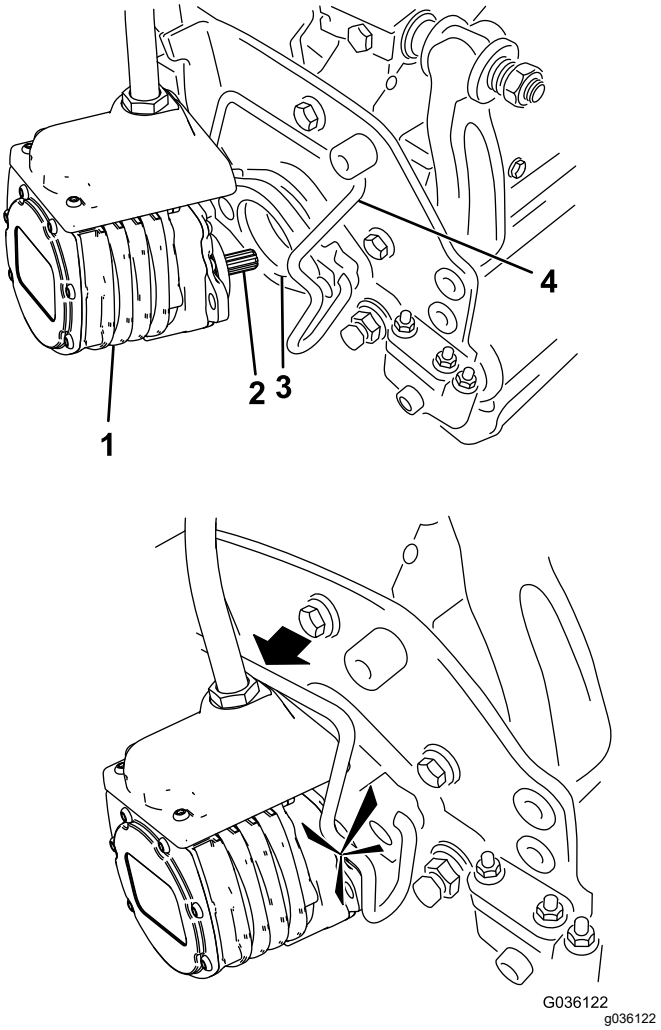

**Figur 56**
6. Kom rent smørefedt på notakslen på klippeenhedens motor (Figur 56).
7. Sæt motoren ind i klippeenhedens venstre side (set fra førersædet), og træk motorens holdestang på klippeenheden i motorens retning, indtil du hører et klik fra begge sider af motoren (Figur 56).